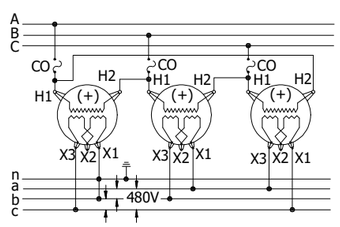

FIGURE 7 (IV)(V)(VI)(VII)(VIII)
(IV) NEW CUSTOMER CONNECTED TO NEW STATION: CONNECT AS SHOWN IN FIGURES 7 & 8. THE SERVICE GROUND CONDUCTOR (4TH WIRE) SHALL BE MARKED GREEN OR GREEN WITH ONE OR MORE YELLOW STRIPES IN COLOR AND THE GROUNDED PHASE CONDUCTOR SHALL BE MARKED RED IN COLOR FOR THE CUSTOMER. THE GROUNDED PHASE CONDUCTOR MUST BE CONNECTED TO THE "B" PHASE IN THE SERVICE & METERING EQUIPMENT.